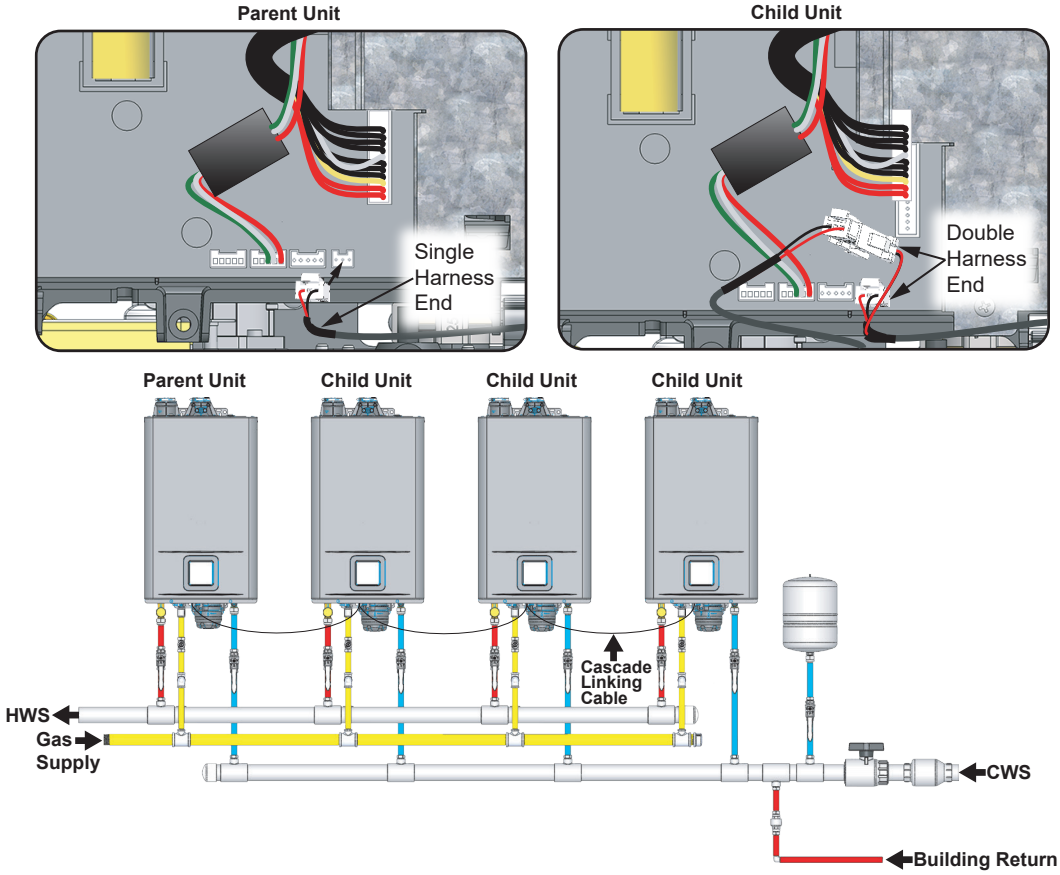

Figure 40 - Multi Unit Cascade Configuration
1. The Cascade system should be configured with the Parent water heater as either the first or last in the series of water heaters connected to the cold water supply. The Child units will follow sequentially. See Figure 40.
7. Use Figure 40 as a reference to locate the connection point for the Parent Cascade Unit. Use the single harness end of the Cascade Linking Cable to make the initial connection.
9. If more than one Child water heater is used then route the single harness end of the second Cascade Linking Cable through rubber grommet on the bottom of the first Child water heater and connect it to the open harness on the first Cascade Linking Cable as shown in Figure 40.